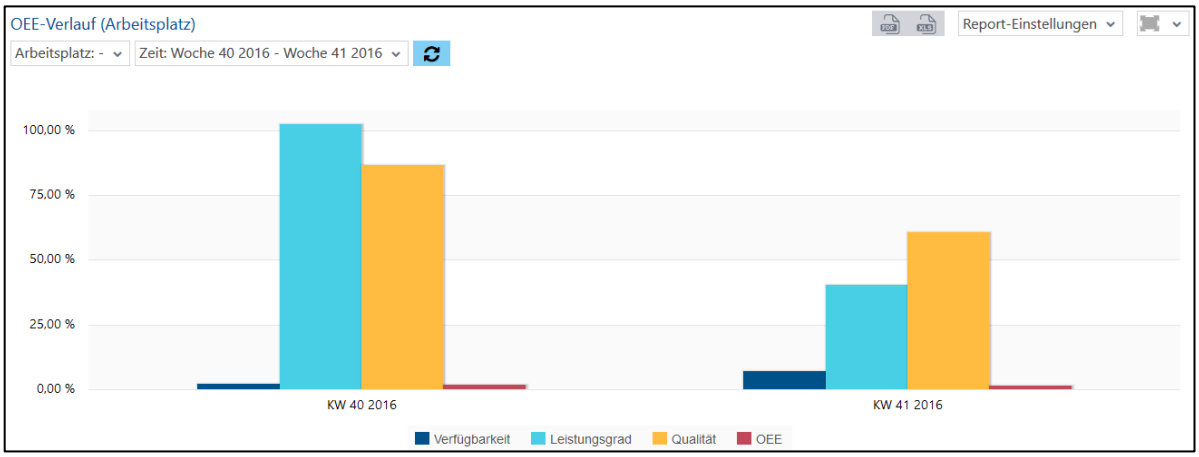

**Bild 47: OEE-Verlauf (Arbeitsplatz) als Säulendiagramm**
- OEE-Verlauf (Arbeitsplatz) als Säulendiagramm (Bild 47):